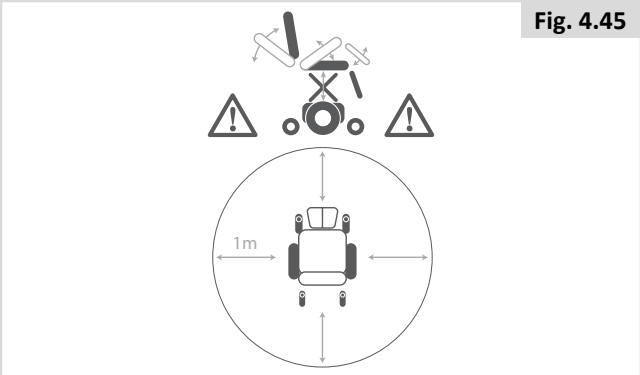

Fig. 4.45
- As with all moving parts be careful not to trap your fingers, (Fig. 4.45).